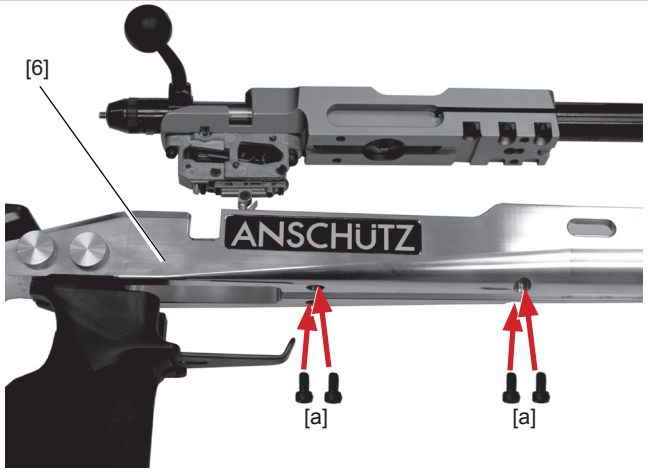

Рис. 2 Крепление системы
- Вложите систему [4] в выемку ложи [6] (см. рис. 2).